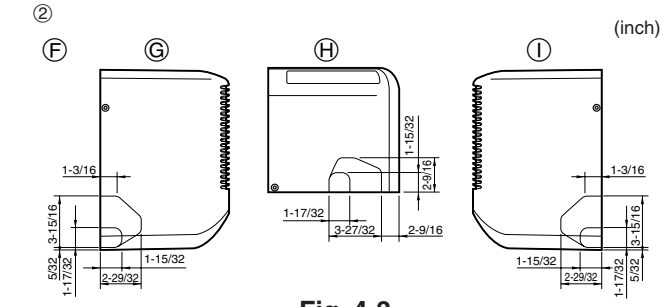

Fig. 4-3
② Determine la posición de los agujeros ciegos en la unidad (Fig. 4-3)